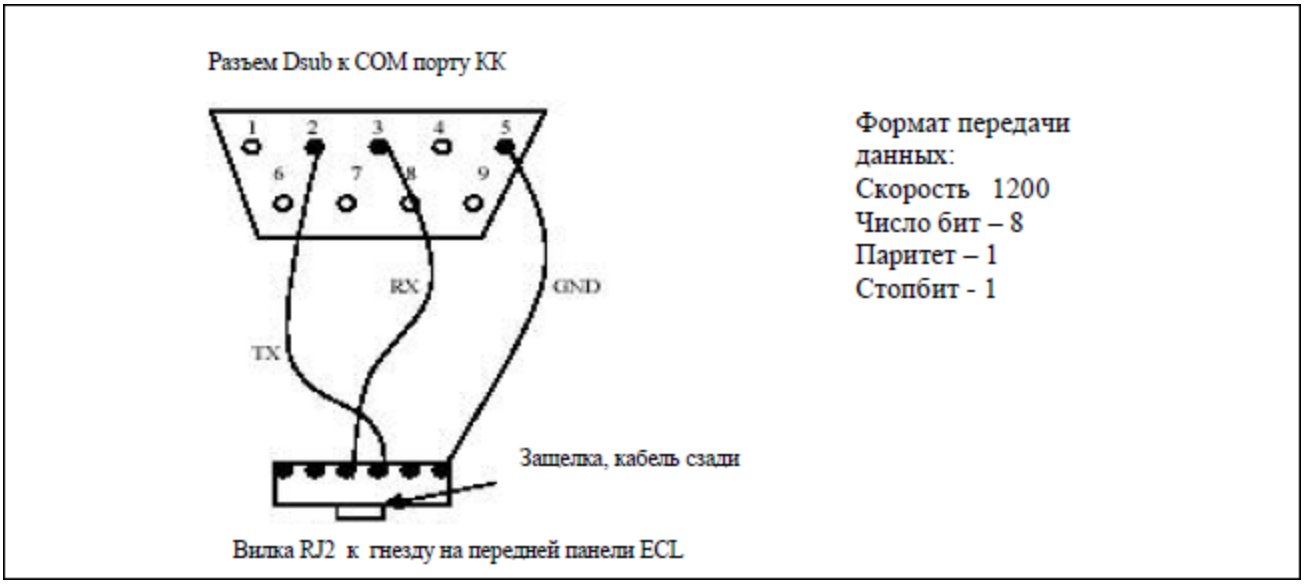

Рисунок 1. Схема стандартного кабеля для подключения RS232 ECL Comfort к Com порту
3. Одеть вилку RJ-12 и обжать кабель согласно рис. 1.